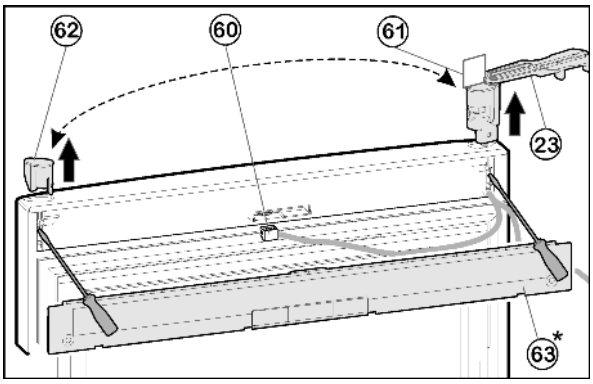

Fig. 20
- ▶ Using a screwdriver, disengage the cover *Fig. 20 (63)* from the door.
- ▶ Detach the connector *Fig. 20 (60)*.
▶ On the upper door, rotate the turn hinge *Fig. 20 (23)* outwards, parallel to the edge of the door.
▶ Using a screwdriver, push out the turn hinge *Fig. 20 (23)* from underneath and remove it from the door, complete with cable.
▶ Using a screwdriver, push out the stopper *Fig. 20 (62)* from underneath and transfer it to the opposite side.
▶ Thread in the cable of the turn hinge *Fig. 20 (23)* on the opposite side and insert the turn hinge.
▶ Detach the template *Fig. 20 (61)* and secure it in the turn hinge.
▶ Plug in the connector *Fig. 20 (60)*.
▶ Snap the cover *Fig. 20 (63)* into place on the door.